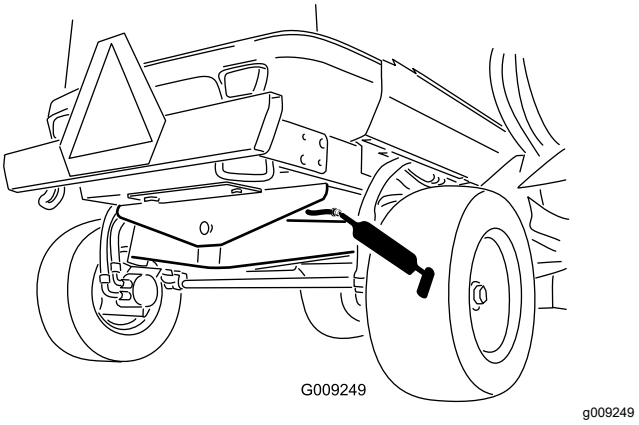

Figur 82
- 1 bakre axeltappsbussning (Figur 82)